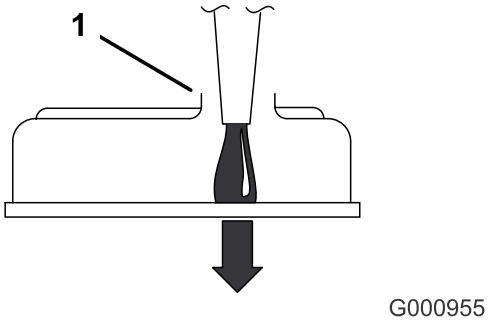

**Figur 40**
**Vigtigt: Hæld langsomt olien på, og bloker ikke påfyldningsstudsen (Figur 40). Hvis du påfylder olie for hurtigt eller blokerer hullet, kan olien løbe over og blokere luftindtagene, hvilket medfører beskadigelse af motoren.**